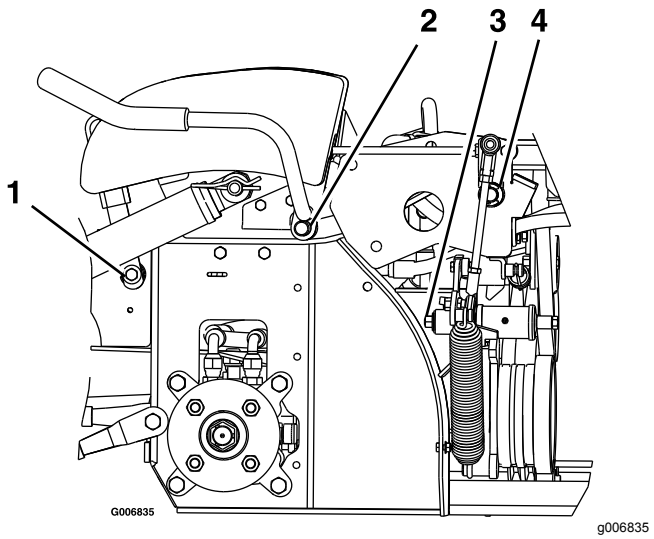

Figuur 33
3. Smeer de bronzen bussen van het scharnierpunt van de remhendel met smeermiddel in een spuitbus of met een lichte olie (Figuur 33).